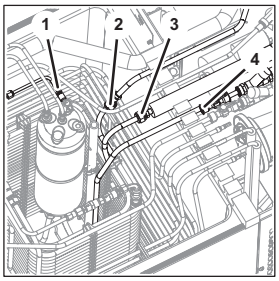

Fig. 58
5. Disconnect the CO_2-IN line from the coupling (Fig. 58/1).
6. Disconnect the connecting line of carbonator pump 1 from the pre-cooling coil 1 of the coupling (Fig. 58/3).
7. Disconnect the connecting line of carbonator pump 2 from the pre-cooling coil 2 of the coupling (Fig. 58/2).
8. Disconnect the soda water line to the circulation pump from the push-in fitting (Fig. 58/4).
23. Attach the soda water line to the circulation pump to the push-in fitting (Fig. 58/4).
24. Attach the connecting line from carbonator pump 2 to pre-cooling coil 2 to the coupling (Fig. 58/2).
25. Attach the connecting line from carbonator pump 1 to pre-cooling coil 1 to the coupling (Fig. 58/3).
26. Attach the CO_2-IN line to the coupling (Fig. 58/1).